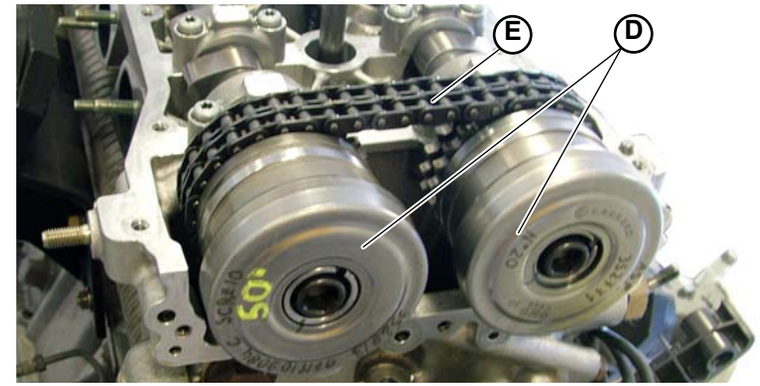

Fig.7
6. Install the two phase transformers (**D-Fig.7**) with the chain (**E-Fig.7**) fitted on the camshafts.
11. Tighten the two variable valve timing mechanisms (**D-Fig.7**) completely and check the timing again **(010902)**.